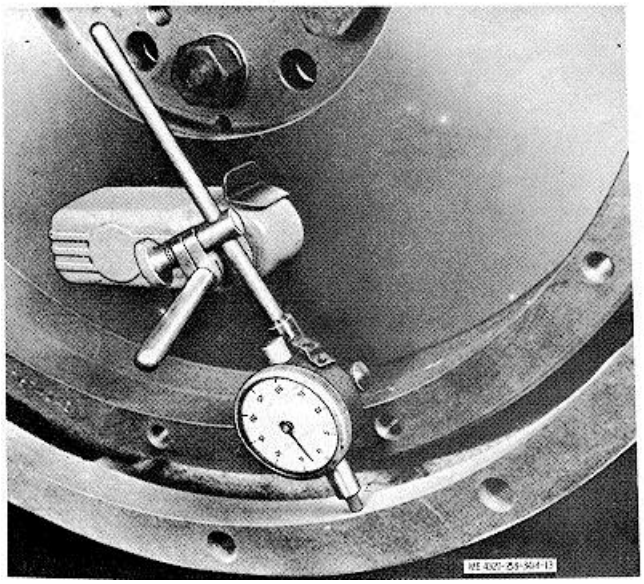

Figure 4-13. Checking flywheel housing eccentricity.
(6) Check eccentricity of the flywheel housing bore by mounting a dial indicator so that it indicates the bore (fig. 4-13); rotate the engine through one revolution. If the housing bore is eccentric more than 0.008 inch, loosen the flywheel housing mounting bolts and tap the housing into its proper position with a soft hammer. Tighten the bolts and recheck eccentricity of the housing bore. If the housing cannot be brought into true position, replace the housing.